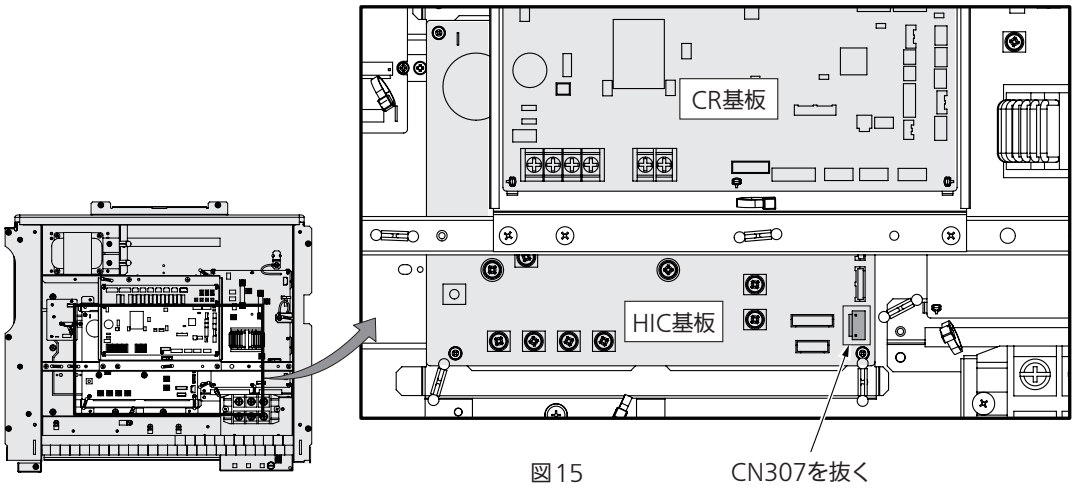

図15
4)同一空調システムのすべての室外ユニットの安全対策インターロック・高圧スイッチソケット(CN307)を基板から抜きます。(インターロック状態)(図15)